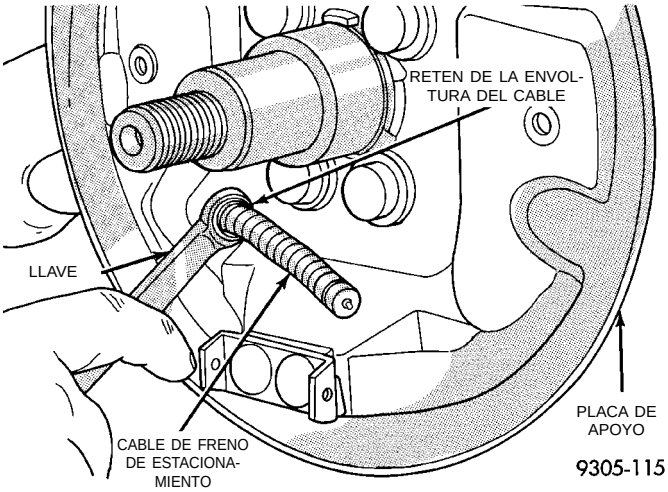

Fig. 93 Desmontaje del cable de freno de estacionamiento de la placa de apoyo
(7) Retire la palanca de mando del freno de estacionamiento del cable de freno de estacionamiento.
(8) Emplace una llave de 1/2 pulgada sobre las garras de retén del extremo del cable de freno de estacionamiento (Fig. 93). Comprima las garras de retén de la envoltura del cable y extraiga la envoltura del cable de la placa de apoyo (Fig. 93). Retire la llave cuando el retén quede afuera del orificio de ins-